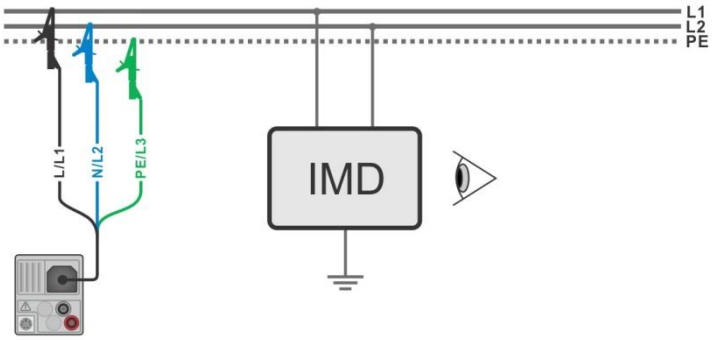

Figure 7.104: AUTO IT measurement
- Connect test leads to the object under test, see ***Figure 7.104***.